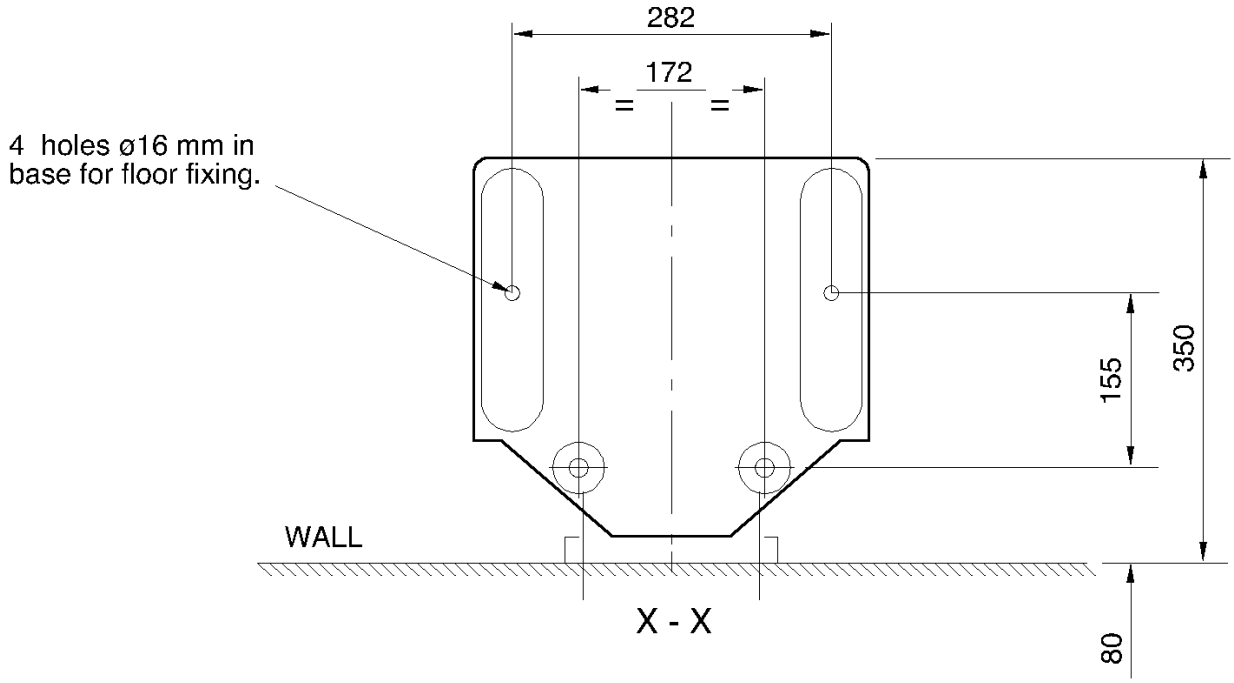

Fig. 3-2 Drilling Diagram for Floor-standing Mounting Panel
(1) Position the panel where it is to stand and mark off through the base where the fixing holes are to be drilled in the floor. Alternatively, the position can be pre-drilled according to the dimensions given in the drilling diagram (see Fig. 3-2).
(2) Check the panel vertically against a builder s level in order to ensure that the flowmeter is vertical.
(3) Use the bolts and secure the unit to the floor.
(1) Make sure that the surface of the wall is level and smooth and that the unit will sit vertically
(2) Drill holes in the wall or frame according to the drilling diagram (see Fig. 3-2).
(3) Check the panel vertically against a builder s level in order to ensure that the flowmeter is vertical.
(4) Use bolts if fixing to a frame or wood screws and Rawlplugs if fixing to a wall and secure the unit.